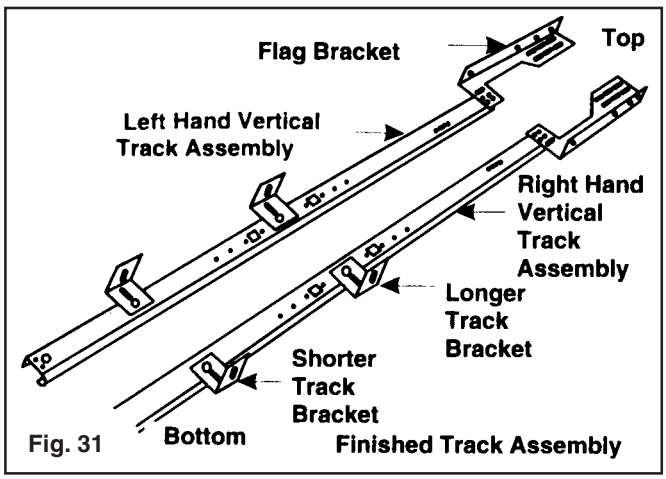

Fig. 31
**Step 1:** Loosely fasten the track brackets to the vertical track using one 1/4" x 5/8" track bolt and 1/4" flange nut as shown with the head of the bolt inside the track. There are two sizes of brackets. The shortest track brackets should be installed ten inches from the bottom of the track with the flange facing the flat side of the track. This ensures proper placement of the track, one on the left and one on the right. The flat side of the track goes toward the wall. (FIG. 31)